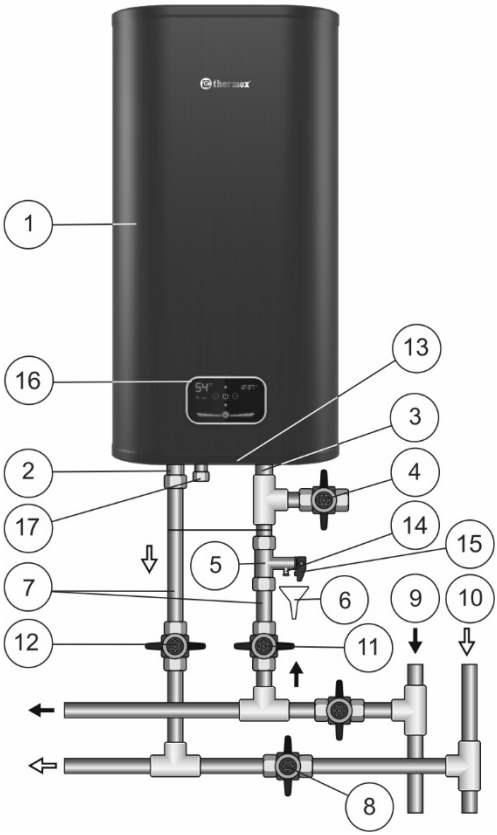

Рисунок 1. Схема подключения ЭВН к водопроводу в вертикальном положении вертикальных моделей V.
Внутренний бак изготавливается из высококачественной нержавеющей стали с содержанием титана, что обеспечивает высокую коррозионную стойкость и, как следствие, длительный срок эксплуатации. Пространство между внешним корпусом и внутренним баком заполнено пенополиуретаном - современной, экологически чистой теплоизоляцией, обладающей наилучшими характеристиками теплосбережения. Модели Flat Diamond Touch Pro Wi-Fi (ID PRO Wi-Fi) имеют два резьбовых патрубка: для входа холодной воды (Рис. 1, п. 3) с синим кольцом и выхода горячей воды (Рис. 1, п. 2) - с красным кольцом. На лицевой стороне ЭВН во всех моделях находится панель управления (Рис. 1, п. 16).
Предохранительный клапан (Рис. 1, п. 5) выполняет функции обратного клапана, препятствуя попаданию воды из водонагревателя в водопроводную сеть в случаях падения в последней давления и в случаях возрастания давления в баке при сильном нагреве воды, а также функции защитного клапана, сбрасывая избыточное давление в баке при сильном нагреве воды. Во время работы водонагревателя вода может просачиваться из выпускной трубы предохранительного клапана для сброса излишнего давления, что происходит в целях безопасности водонагревателя. Эта выпускная труба должна оставаться открытой для атмосферы и быть установлена постоянно вниз и в незамерзающей окружающей среде.
Необходимо обеспечить отвод воды из выпускной трубы предохранительного клапана (Рис. 1, п. 14) в канализацию, предусмотрев при монтаже ЭВН соответствующий дренаж (Рис. 1, п. 6).
Необходимо регулярно (не реже одного раза в месяц) проводить слив небольшого количества воды через выпускную трубу предохранительного клапана в канализацию для удаления известковых осадков и для проверки работоспособности клапана. Для открывания клапана он снабжен ручкой (Рис. 1, п. 15). Необходимо следить, чтобы во время работы ЭВН эта ручка находилась в положении, закрывающем слив воды из бака.
Установить предохранительный клапан (Рис. 1, п. 5) на входе холодной воды (Рис. 1, п. 3), помеченном синим кольцом, закрутив на 3,5 - 4 оборота, обеспечив герметичность соединения любым уплотнительным материалом (льном, лентой ФУМ и др.).
- Вертикальные модели V в соответствии с Рис. 1